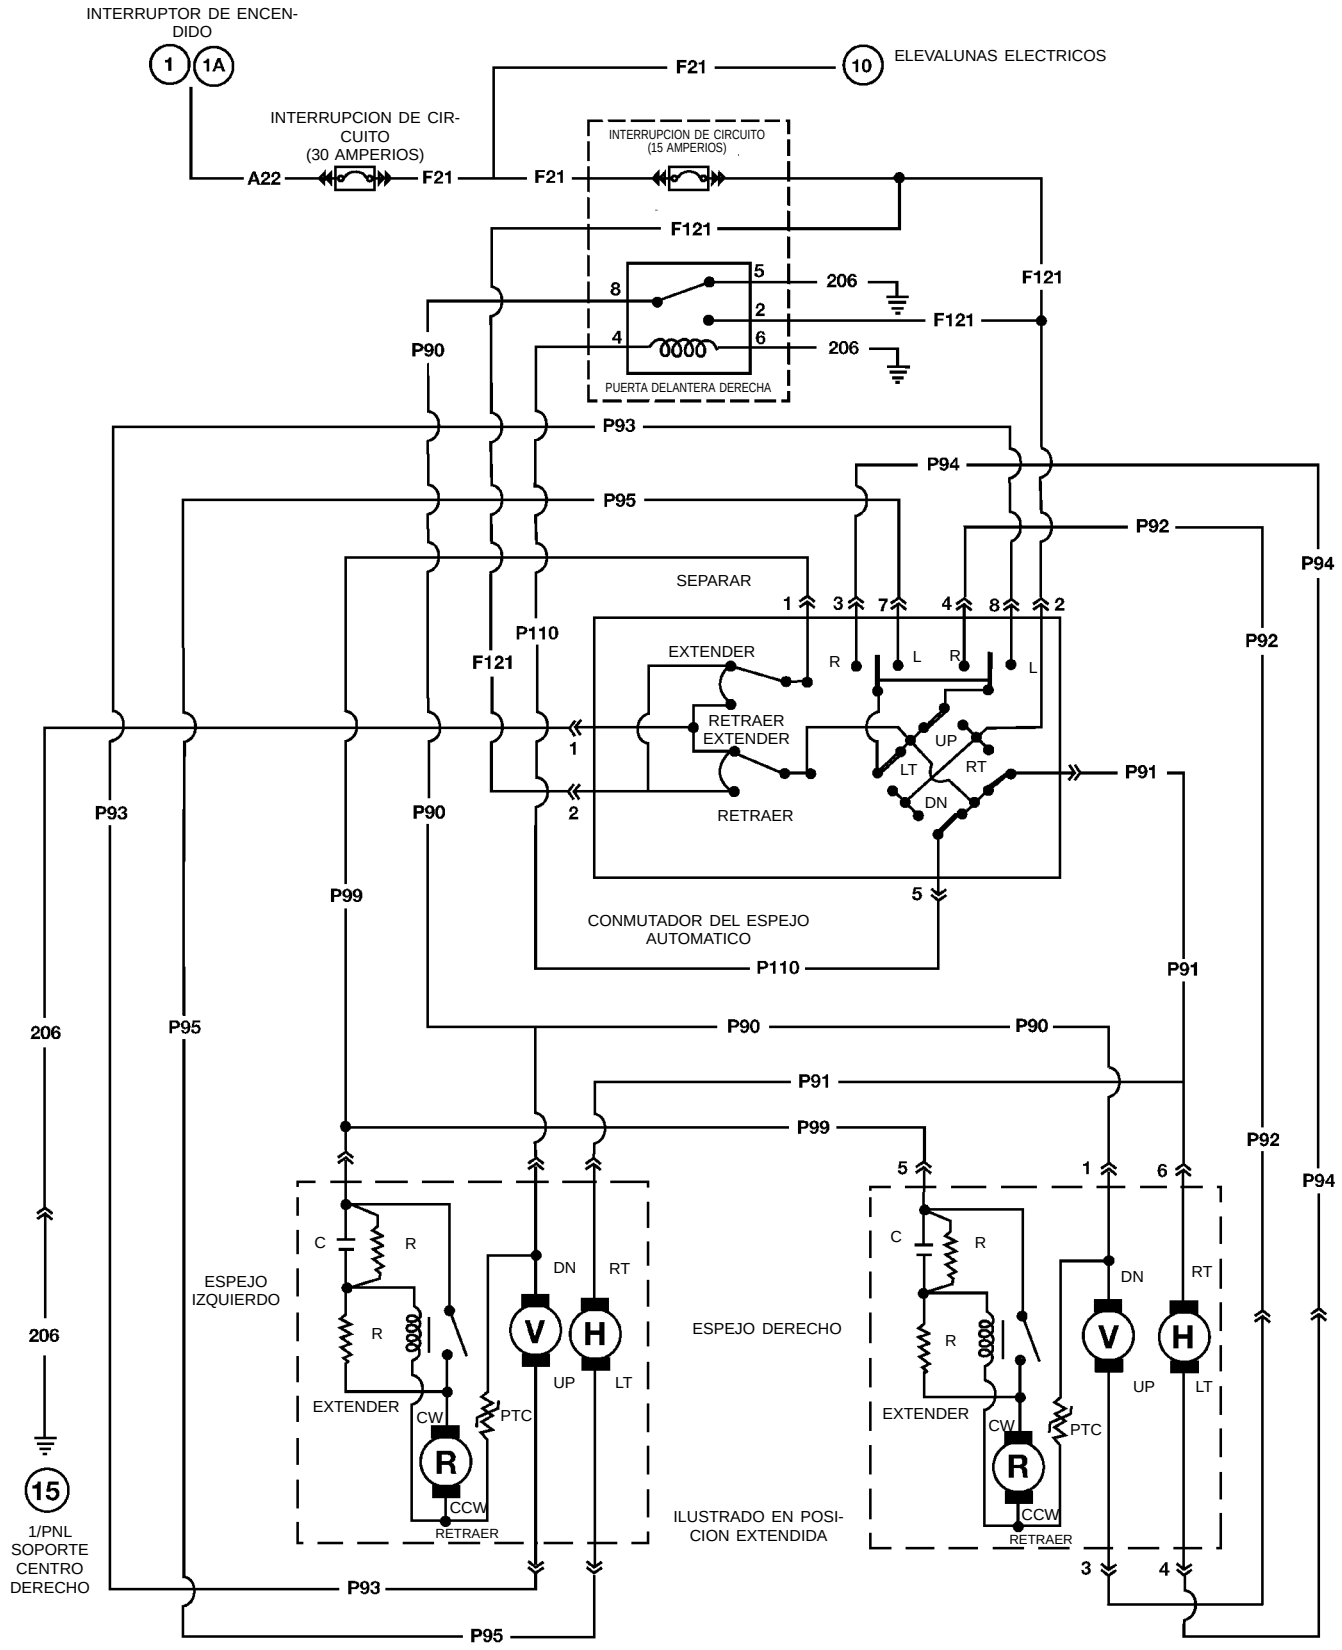

Fig. 7 Esquema de cableado de los espejos automáticos plegables
(5) Si los resultados de la prueba no coinciden con los que se muestran en la (Fig. 5), verifique si hay un circuito en corto o abierto (Fig. 7), o reemplace el conjunto del espejo, según sea necesario.